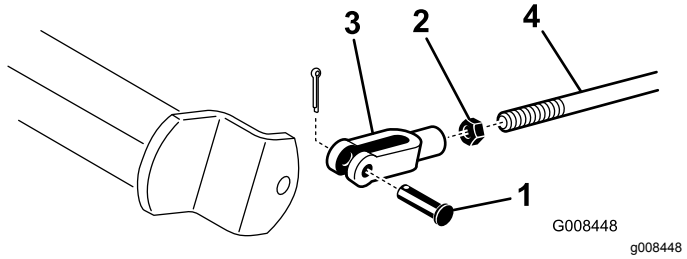

Figuur 46
A. Maak de remstangen los door de borgpen en de gaffelpen te verwijderen (Figuur 46).
B. Draai de contramoer los en stel de gaffel af (Figuur 46).
C. Monteer de gaffel aan de remas (Figuur 46).